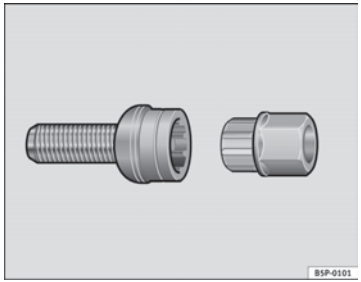

Fig. 137 Anti-theft wheel bolt
– Insert the adapter onto the wheel bolt and push it on as far as it will go ⇒ fig. 137.